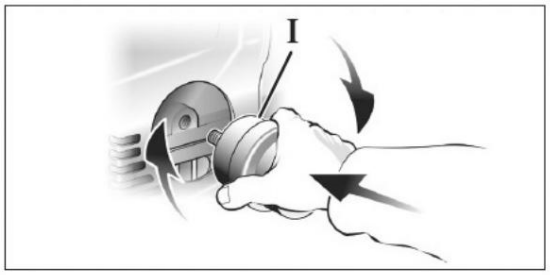

Fig. 5: Montaje del filtro de aire
Paso 1: Retire el tapón de transporte con un Destornillador o similar (Fig. 5) y atornille el filtro de aire (elemento I, Fig. 5B) en el dispositivo.